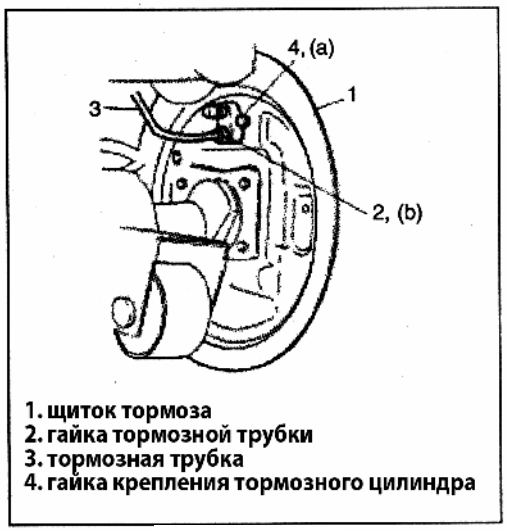

Рис. 683
2) Установите тормозной цилиндр на щиток тормоза и затяните крепление требуемым моментом (Рис. 683). Момент затяжки: (a):10 Нм.